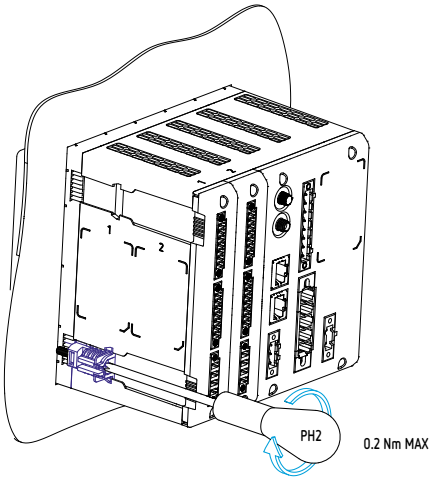

Figure 3:Panel mounting.
④ Secure the fixing elements using a **PH2** screwdriver. Maximum tightening torque: **0.2 Nm** (**Figure 3**.)